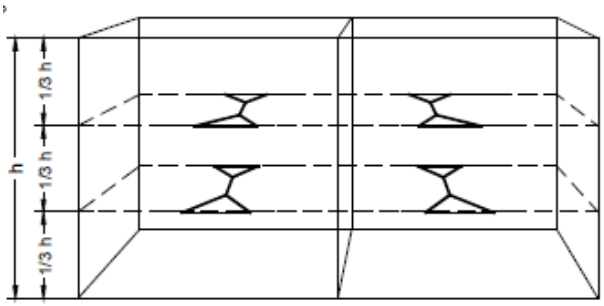

Figure 4 Horizontal cross bracing (or stiffeners) to limit the bulging of the exposed gabion face (Maccaferri)
8.7. Stiffeners or internal cross bracing shall be installed in 1m high gabion units connecting the exposed vertical face and the face behind it to reduce the bulging of the face. Two stiffeners shall be provided at the vertical third points. Lacing wire appropriate for corrosion protection at the given level of the structure shall be used to form the bracing. Figure 4 shows the position of these stiffeners.